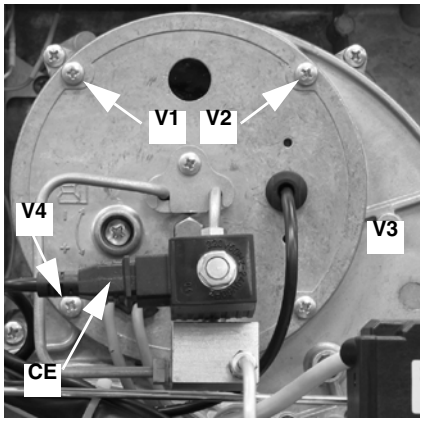

Рис. 41
- Отвинтить 4 винта **V1 - V4**, указанные на Рис. 41 .